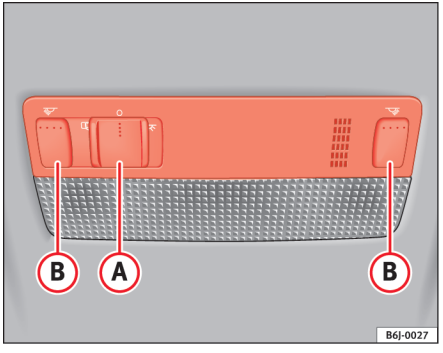

Fig. 57 Læselampe foran
Tryk på en af knapperne (B) ⇒ fig. 57 for at tænde den pågældende læselampe.